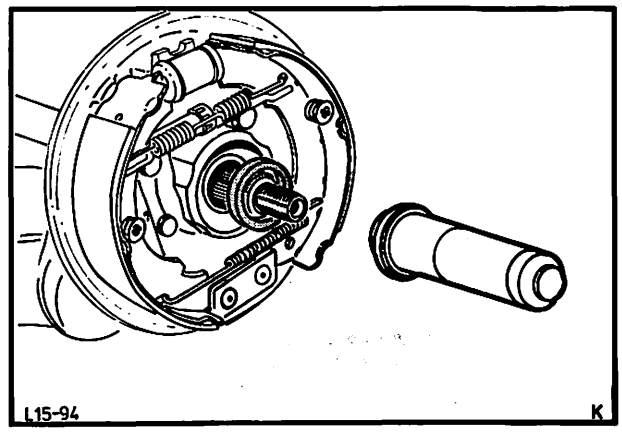

Abb. 145 Radialdichtring mit Spezialwerkzeug GAT 707 in die Nabe pressen
5. Radialdichtring mit Spezialwerkzeug GAT 707 in die Nabe pressen, Abb. 145.